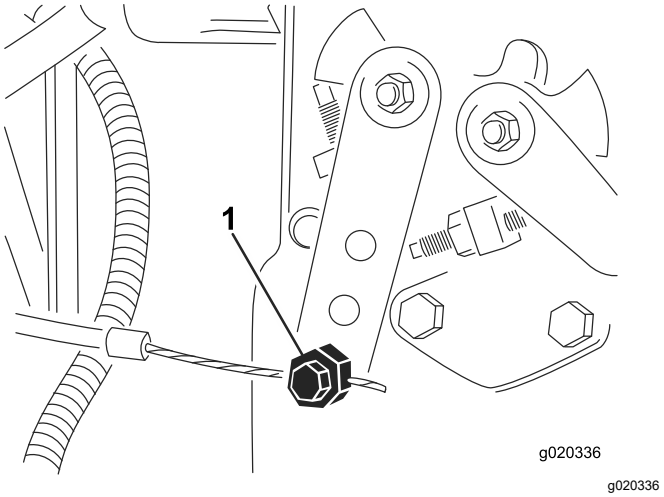

Figur 79
3. Løsne gasskabelkontakten på spaken på innsprøytingspumpen (Figur 79).